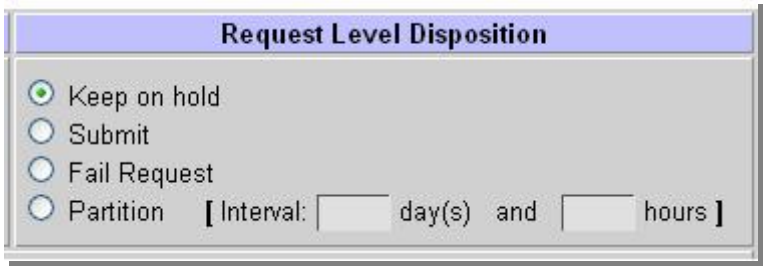

Figure 15.6-8. Request Level Disposition
19 Changing a request disposition (Figure 15.6-8) will alter the queuing of its distribution or how it is handled. There are several options to change the level disposition:
- **Partition –** This option will start the process of partitioning a request that exceeds maximum request size. The process will perform the distribution of granules in Intervals (days and hours) over a period of time (Figure 15.6-8 Request Level Disposition).